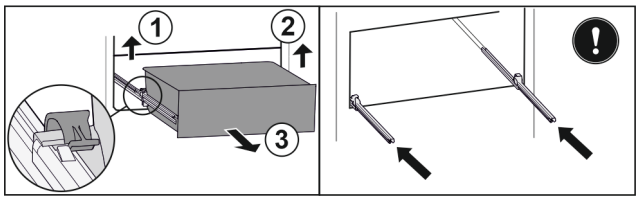

Fig. 177
- ▶ Lift left clamp and simultaneously pull drawer forwards on the left. *Fig. 177 (1)*
- ▶ Lift right clamp and simultaneously pull drawer forwards on the right. *Fig. 177 (2)*
- ▶ Remove drawer to the front. *Fig. 177 (3)*